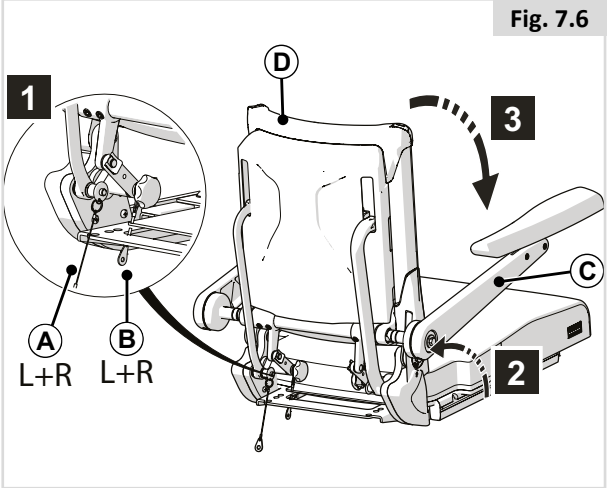

Fig. 7.6
7.5 Abaissement du dossier inclinable avec accoudoirs relevables (Fig. 7.6)